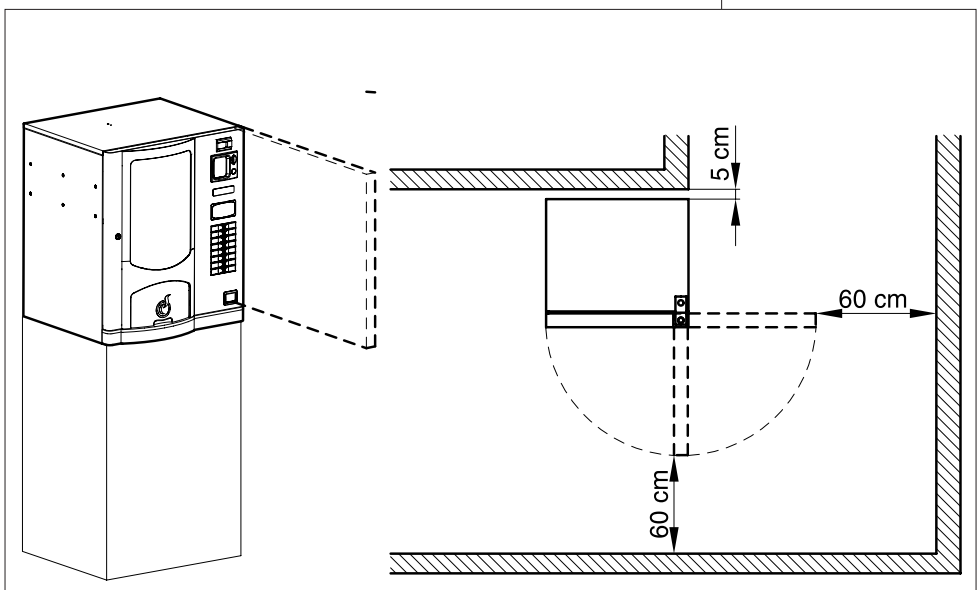

Fig. 6.1
– Instalar cerca de la pared, con una distancia mínima de 5 cm (Fig.6.1), para permitir la ventilación. En ningún caso cubrir el distribuidor con un trapo o similar.
En caso de instalar la máquina cerca de una salida de emergencia, asegurarse de que con el distribuidor abierto haya espacio suficiente para el paso *(Fig.6.1)*.